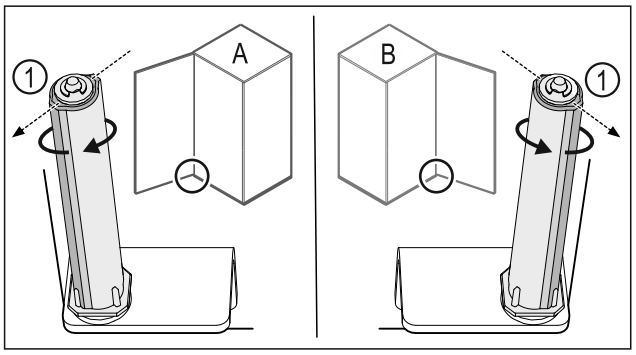

Fig. 37 Tope izquierdo (A) / tope derecho (B)
▶ Girar el sistema de cierre contra la resistencia hasta que el alma del sistema de cierre *Fig. 37 (1)* apunte hacia afuera.